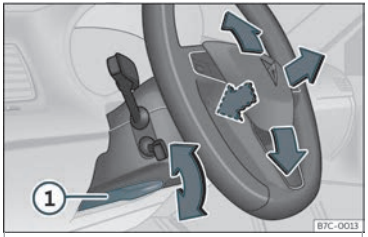

Fig. 4 Panca na parte inferior do lado esquerdo da columna de dirección.
• Puxe da panca ››› **fig. 4** ① abaixo, mova o volante á posición desexada e suba a panca de novo ata o punto de peche.
• Despois de axustar a columna de dirección, empurre firmemente a panca ››› fig. 4 ① cara arriba para que o volante non mude de posición accidentalmente durante a marcha.